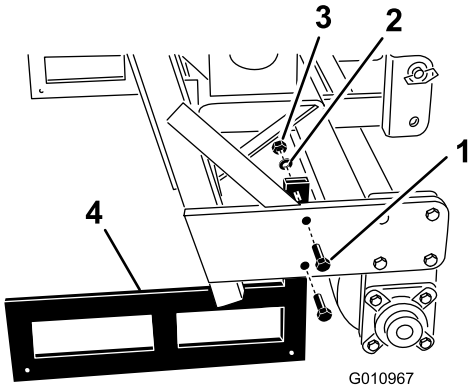

Figur 26
2. Fjern de bolte, låseskiver og møtrikker, der fastgør støttebenene på hver ende af dybdelufteren (Figur 26).